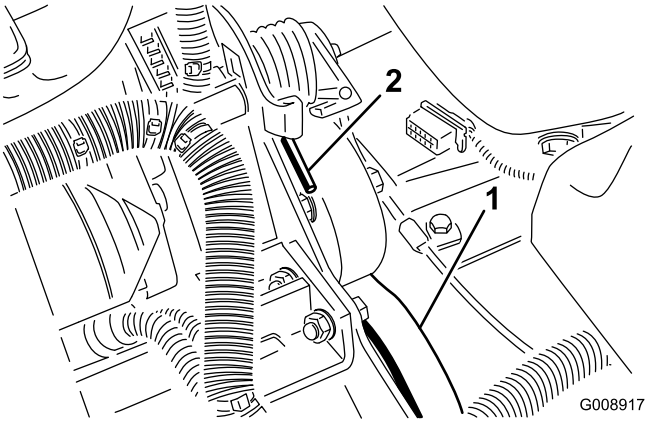

**Figur 70**
2. Tryk ned og fremad på fjederenden (Figur 70) for at løsne den fra konsollen og løsne spændingen på fjederen.